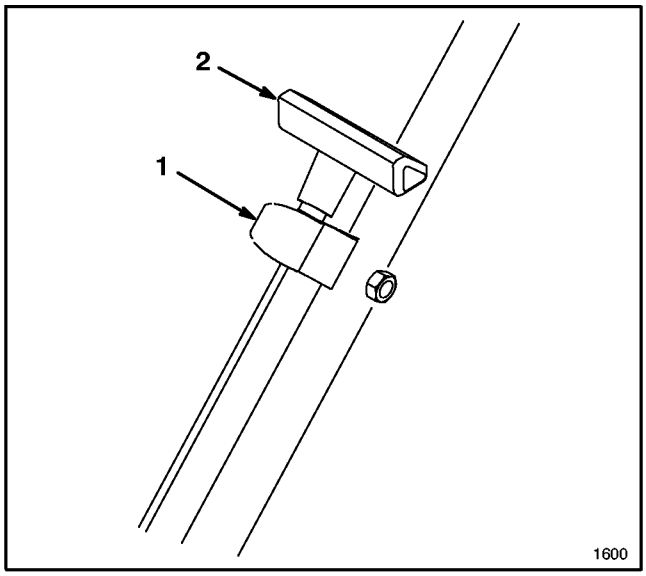

Figure 2
1. Pull the starter rope through the rope guide on the handle (Fig. 2). To make the rope easier to loop, squeeze the control bar on the handle to release the blade brake.